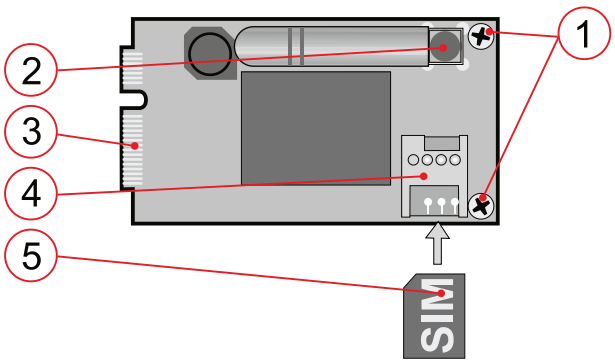

Fig. :1 Il comunicatore JA-194Y
e) **Colleghi l'antenna GSM** al connettore (2.) sul modulo comunicatore (incluso con JA-194Y-LITE). Durante l'installazione dell'antenna, segua l'orientamento mostrato nella Fig. 1.